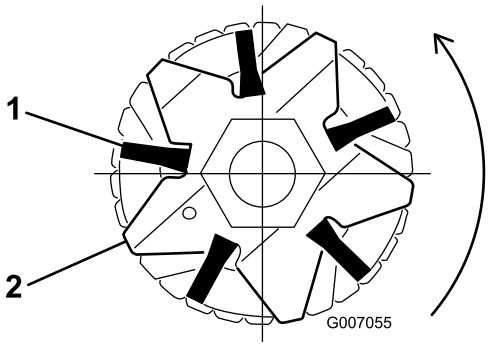
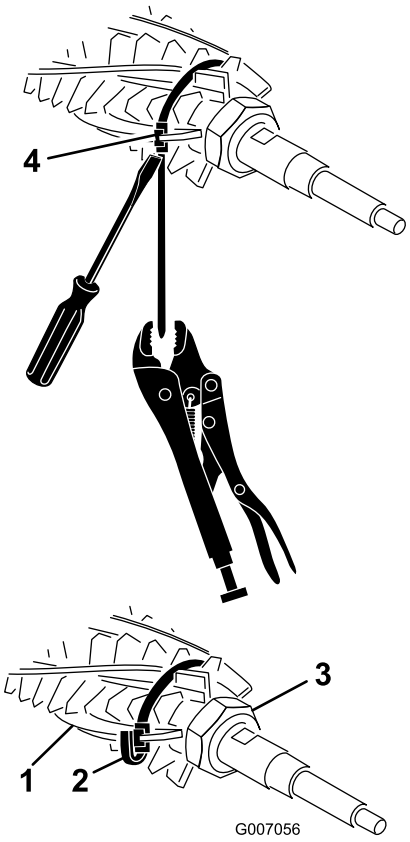

Figure 37
Figure 38
2. Engagez bien les brosses dans les fentes des lames du groomer (Figure 37 & Figure 38).
3. Enroulez les attaches sans les serrer (voir Figure 38) autour de l'arbre du groomer et des brosses, en les insérant dans les fentes des brosses (Figure 37). Positionnez les brosses de sorte que les attaches soient placées entre les lames suivantes : 1-2, 14-15, 28-29 et 41-42.
Remarque: Si les brosses ne sont pas engagées correctement dans les fentes des lames, desserrez les écrous de fixation des lames à chaque extrémité de l'arbre du groomer, positionnez les brosses correctement dans les fentes, puis resserrez les écrous de fixation (Figure 38).
4. Tout en poussant un tournevis contre la boucle des attaches, saisissez chaque attache avec une pince-étau et tirez dessus jusqu'à ce qu'elle se bloque dans les rainures de la brosse (Figure 38).
3. Écrou de fixation (2)
5. Coupez l'attache à approximativement 1/4 de pouce de la boucle et repliez ce qui dépasse sur la boucle (Figure 38)